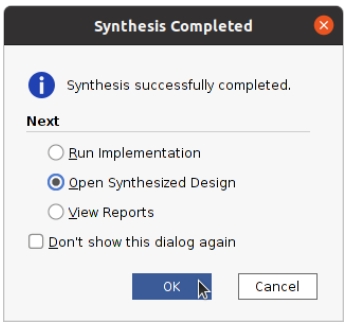

Figure 10: Synthesis Completed Window
2. When synthesis is completed, choose the **Open Synthesized Design** option and click **OK**. Refer figure 10.